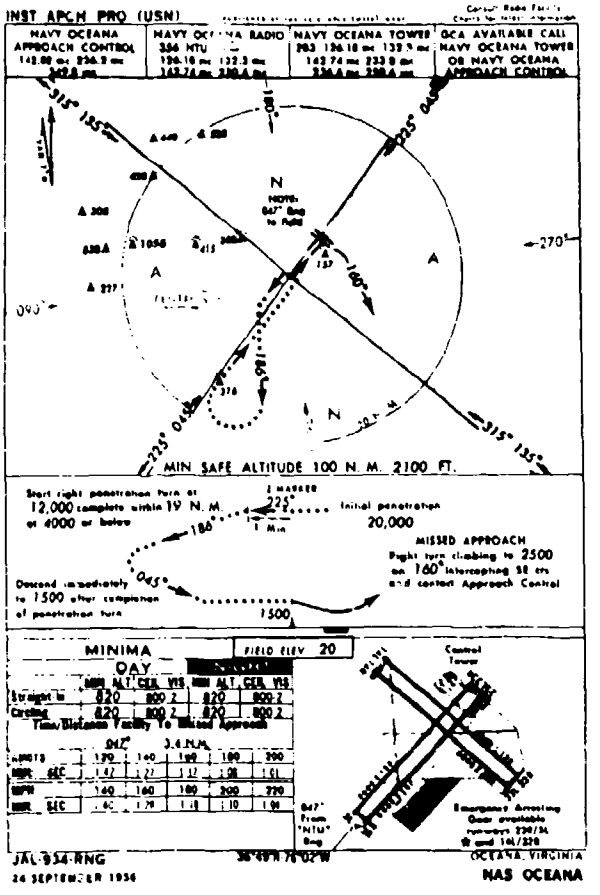

Figure 11-5. Instrument Approach Procedure Chart (High Altitude)
3. High-altitude aircraft (formerly designated *jet*) (Fig. 11-5).